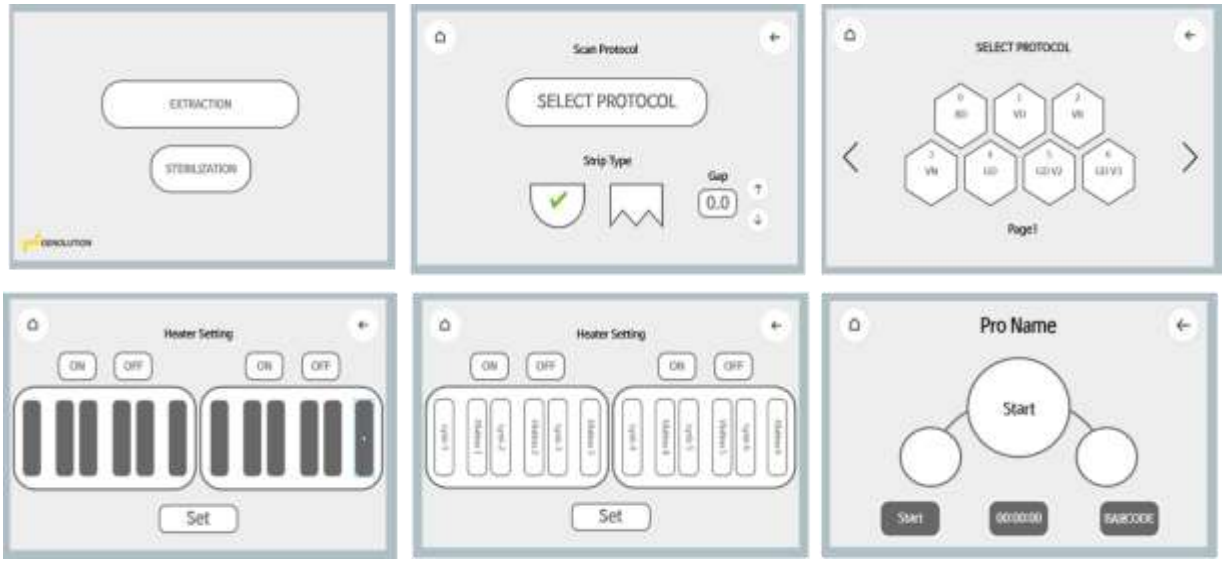

Figura 9: Pantallas de configuración del protocolo
7. Seleccione Extraction→ Seleccione Strip Type redonda→ Seleccione Protocol → Seleccione BD → Toque el botón de ON/OFF para seleccionar la región de calentamiento para el cargador de placas izquierdo y derecho → Presione el botón Set para completar la configuración → START (Figura 9)